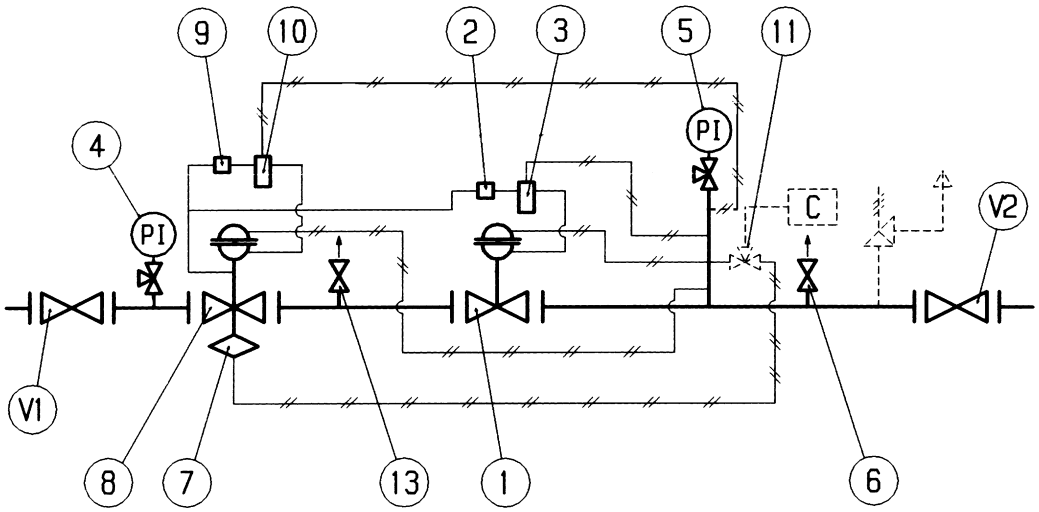

Fig. 17
6.3 REFLUX 819 MIT IN SERIE GESCHALTETEM MONITORREGLER REFLUX 819 MIT INTEGRIERTEM SICHERHEITSABSPERRVENTIL (ABB. 17)
6.3 MISE EN SERVICE DU DETENDEUR ET MONITOR EN LIGNE REFLUX 819, AVEC VANNE DE SECURITE INCORPOREE (FIG. 17)